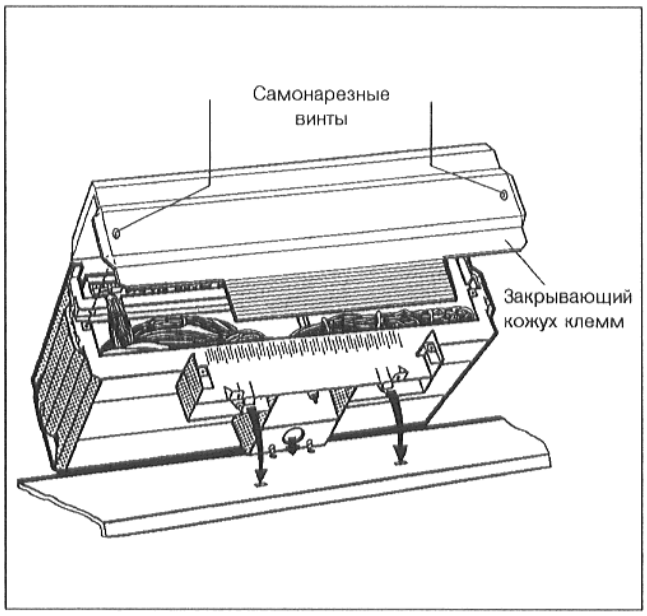

Рис. 22
- Вывернуть оба самонарезных винта сзади из закрывающего кожуха клемм и снять кожух (Рис. 22).
- Устройство регулирования установить таким образом, чтобы вставные крюки спереди входили в отверстия овальной формы, подать устройство регулирования по направлению вперед и затем откинуть назад, чтобы зафиксировались оба эластичных крюка с правой и левой стороны (см. стрелки – Рис. 22).